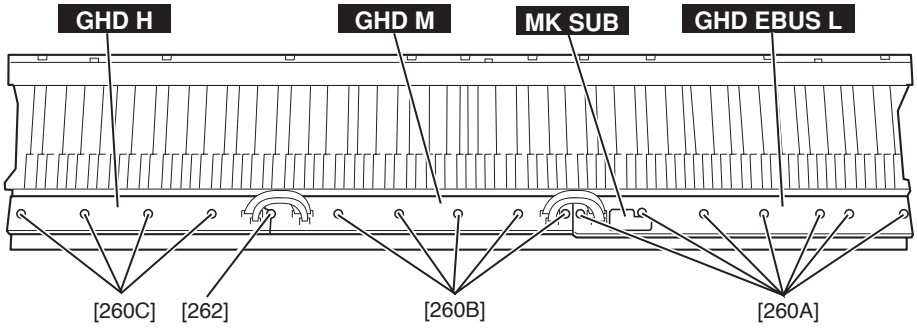

Fig. 15(図15)
Remove the seven (7) screws marked [260A]. The GHD EBUS L and MK SUB circuit boards can then be removed. (Fig. 15, Photo 8)
Remove the five (5) screws marked [260B] and the screw marked [262]. The GHD M circuit board can then be removed. (Fig. 15)
[260A] のネジ 7 本を外して、GHD EBUS L シートと MK SUB シートを外します。（図 15、写真 8）
[260B] のネジ 5 本と [262] のネジ 1 本を外して、GHD M シートを外します。（図 15）
Remove the four (4) screws marked [260C] and the screw marked [262]. The GHD H circuit board can then be removed. (Fig. 15)
[260C] のネジ 4 本と [262] のネジ 1 本を外して、GHD H シートを外します。(図 15)
Tighten the seven (7) screws marked [260A] to fix the GHD EBUS L, MK SUB circuit boards. (Fig. 15)
Tighten the five (5) screws marked [260B] and the screw marked [262] to fix the GHD M circuit board. (Fig. 15)
Tighten the four (4) screws marked [260C] and the screw marked [262] to fix the GHD H circuit board. (Fig. 15)
GHD EBUS L シートと MK SUB シートを取り付け、[260A] のネジ 7 本を取り付けます。(図 15)
GHD M シートを取り付け、[260B] のネジ 5 本と [262] のネジ 1 本を取り付けます。(図 15)
GHD H シートを取り付け、[260C] のネジ 4 本と [262] のネジ 1 本を取り付けます。(図 15)